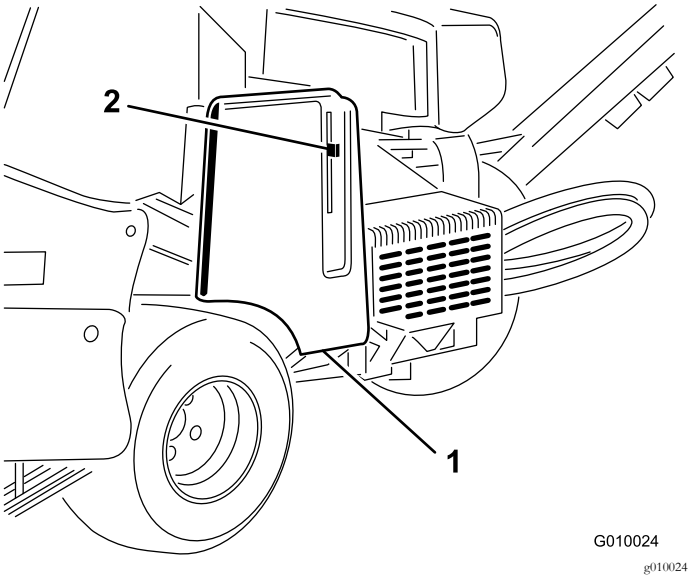
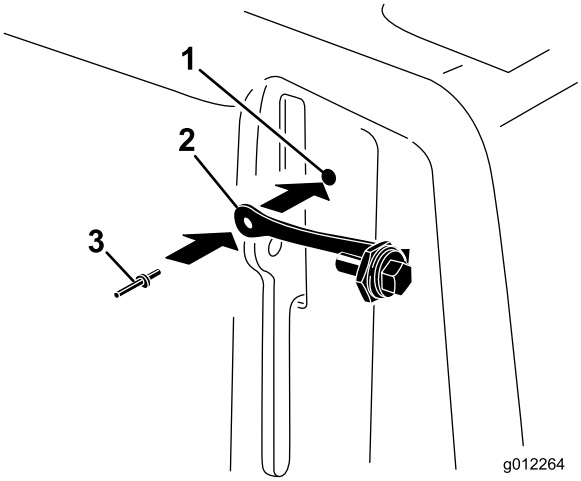

Rysunek 8
Rysunek 9
1. Zlokalizuj otwór w pokrywie paska, obok dźwigni zaczepu (Rysunek 8 i Rysunek 9).
2. Za pomocą otworu w pokrywie paska zamocuj zespół ściągacza, używając nitu zrywalnego (Rysunek 9).